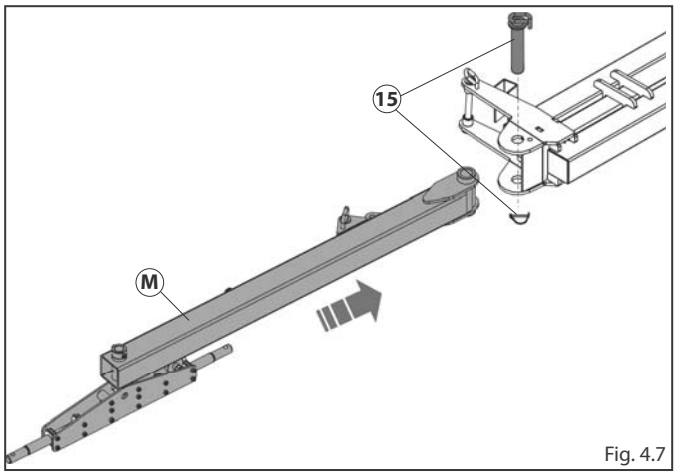

Fig. 4.7
- Fit the road transportation tow bar **M** onto the frame locking it with the pin **15** (Fig. 4.7).